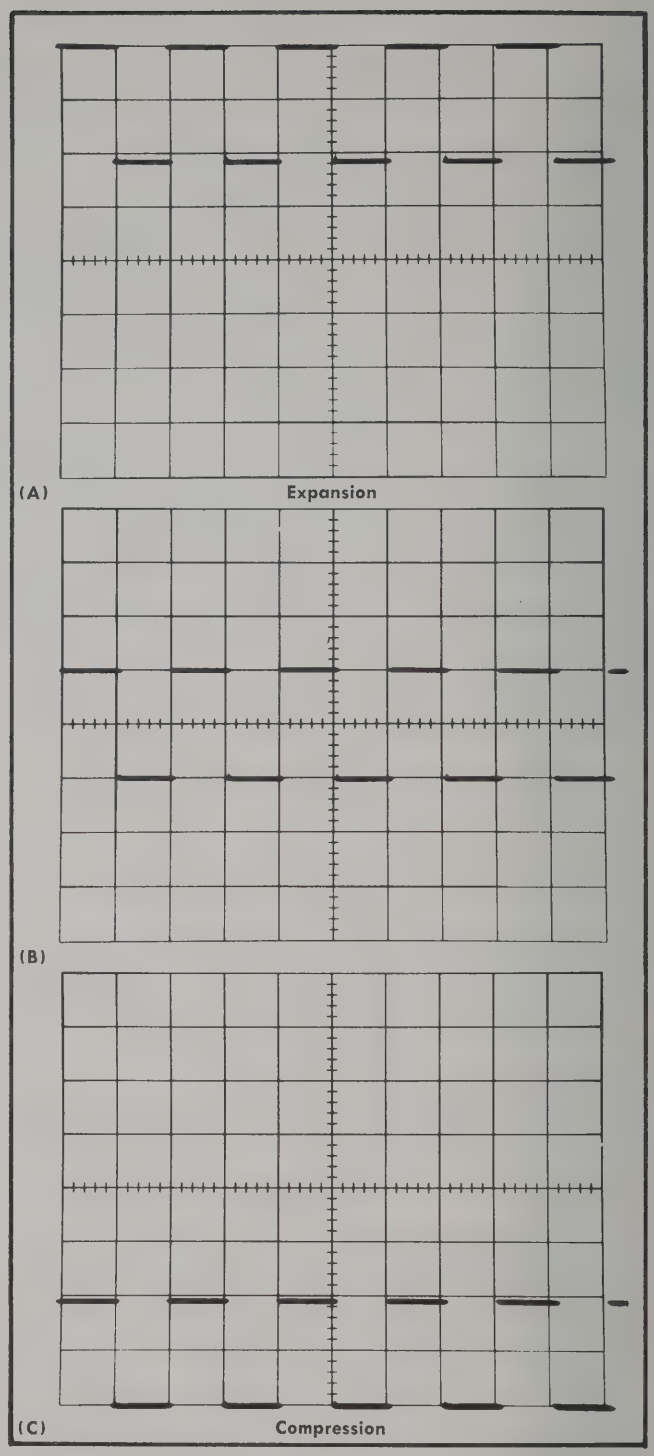

Fig. 6-20. Typical CRT display showing acceptable vertical compression and expansion. Waveform (A) shows expansion; waveform (C) shows compression.
e. CHECK—Compression or expansion not to exceed 0.2 division (see Fig. 6-20).
g. CHECK—Compression or expansion not to exceed 0.2 division (see Fig. 6-20).
l. CHECK—Compression or expansion not to exceed 0.2 division (see Fig. 6-20).
n. CHECK—Compression or expansion not to exceed 0.2 division (see Fig. 6-20).